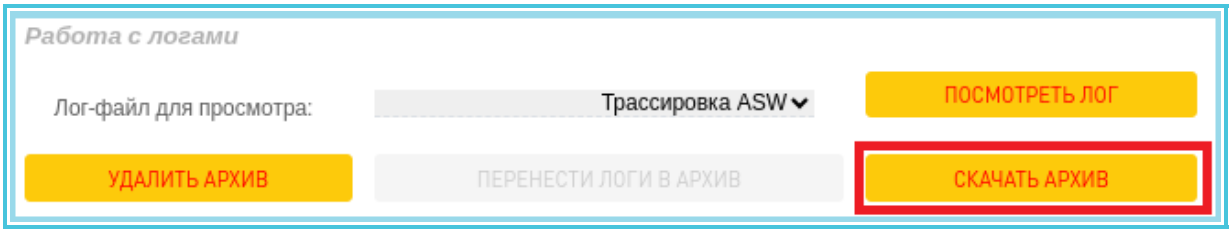

Рисунок 3.31 – Кнопка «Скачать архив»
4. Нажать кнопку «Скачать архив» (рис. 3.31).